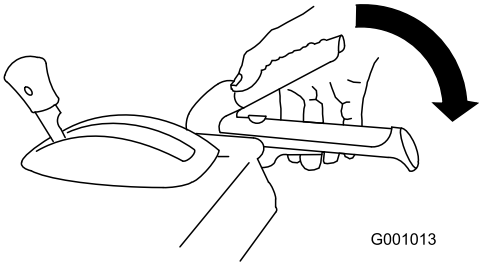

Figur 37
1. For å aktivere spiralblads-/viftehjulsdrivverket, klem den høyre spiralblad-/viftehjulfunksjonsspaken til håndtaket (Figur 37).